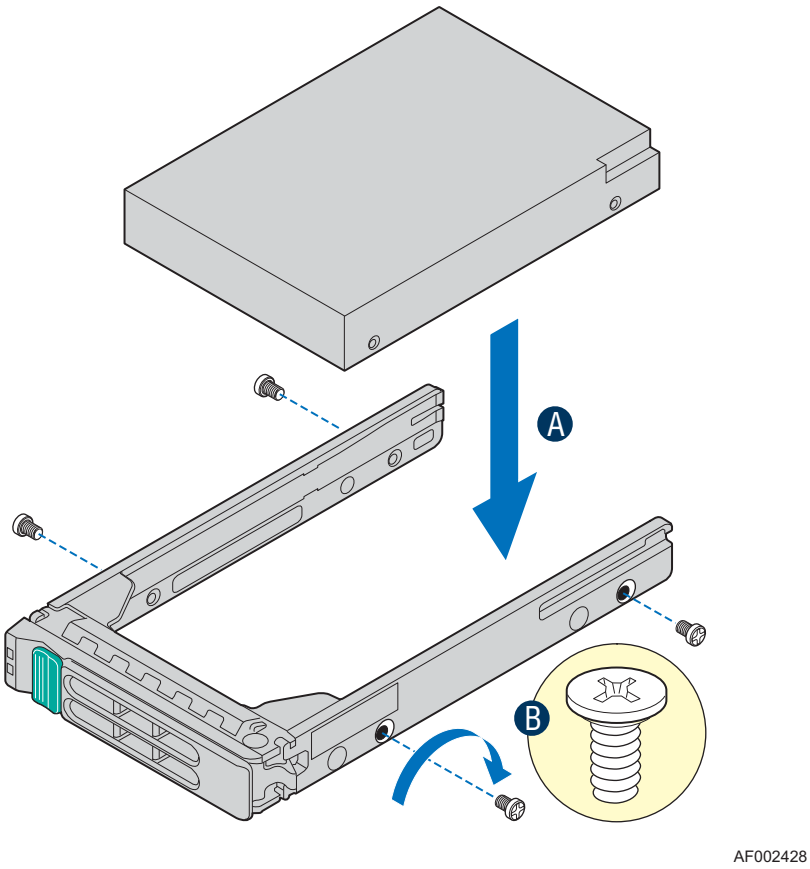

Figure 25. Installing Hard Drive into Drive Carrier
4. Align the holes in the hard drive to the holes in the drive carrier (see letter “A” in Figure 25) and attach it to the drive carrier using the four screws removed in the previous step (see letter “B” in Figure 25).